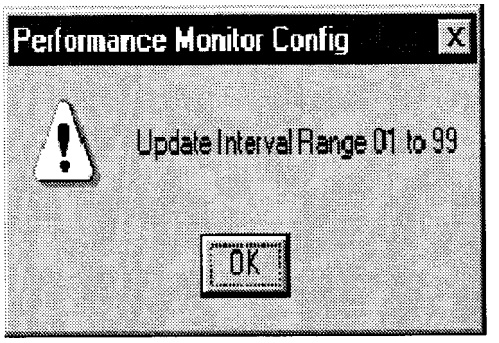

FIGURE 4-71. BEACON/RADAR ON LINE UPDATE INTERVAL OUT OF RANGE WINDOW
(1) Place the cursor in the box, delete the numeric, and type in the new numeric or,
(2) Place the cursor in the box, hold the left mouse button down, and select/block the numeric. Type in the new numeric.
(3) Observe an Error Dialog box (Figure 4-71) if the Update Interval is Out of Range.